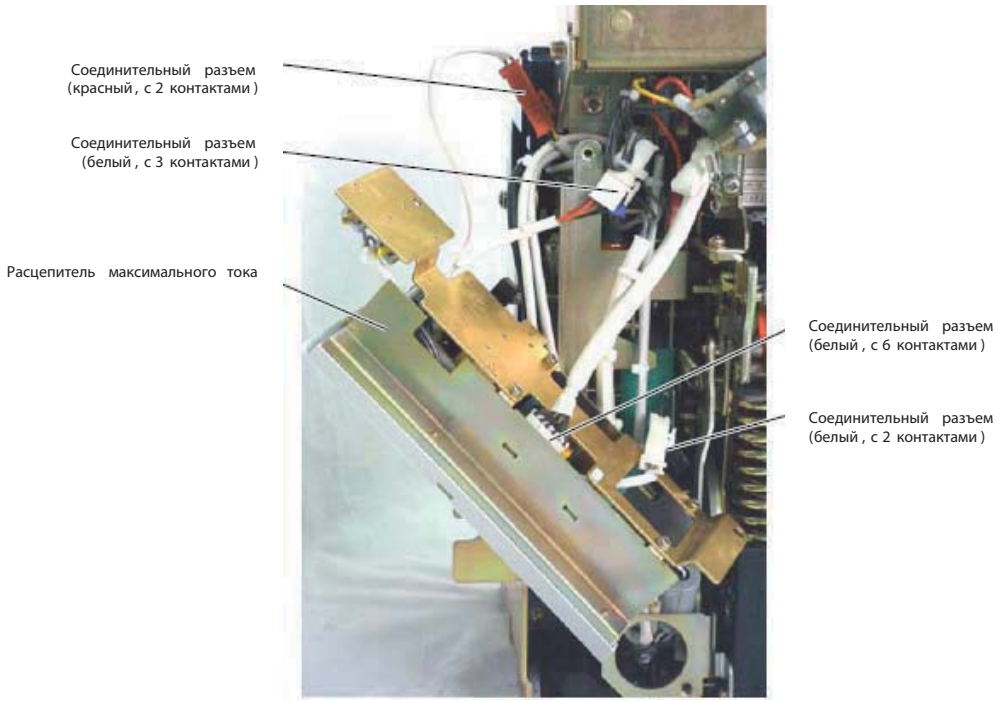

Рис. 77. Отсоединение соединительных разъемов
6) Вытащите расцепитель максимального тока, как показано на рис. 77 и положите его на пол.